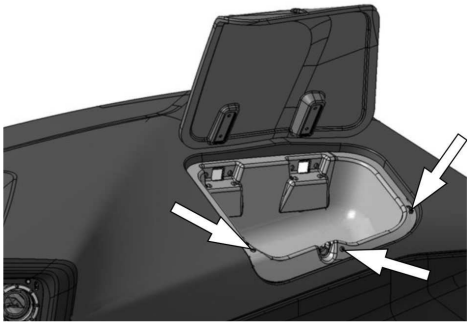

Рис. 4-11 Снятие вещевого ящика
1. Поднять крышку вещевого ящика, расположенного справа от панели приборов водителя (рис. 4-11).
2. Отвернуть три винта крепления корпуса ящика и вынуть его (рис. 4-11).